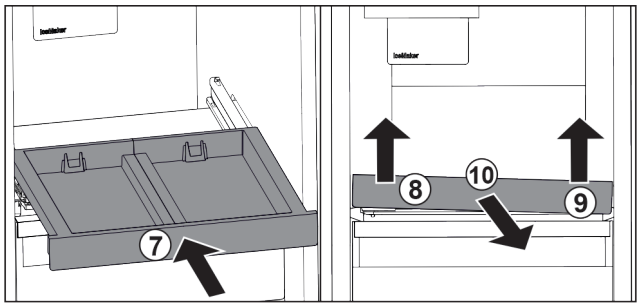

*Fig. 120*
▶ Zasuňte vysouvací přihrádku. *Fig. 120 (7)*
▶ Vysouvací přihrádku vpředu vlevo nadzvedněte. *Fig. 120 (8)*
▶ Vysouvací přihrádku vpředu vpravo nadzvedněte. *Fig. 120 (9)*
▶ Odeberte vysouvací přihrádku směrem dopředu. *Fig. 120 (10)*